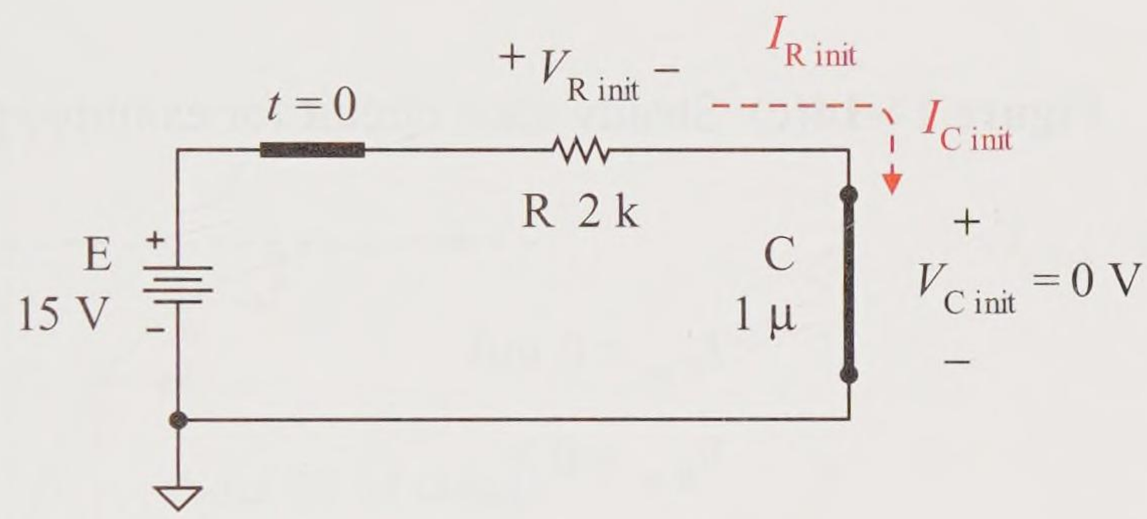

Figure 14-14(b) Initial circuit for example problem
3. Model the *initial circuit* and find the initial capacitor voltage and current. To model the capacitor, go back to step 1. The capacitor is uncharged just before the switch is closed. The voltage across the capacitor is 0 V and therefore wants to stay at 0 V initially. Thus, the capacitor is modeled as a short. Draw the modeled circuit as shown in Figure 14-14(b). The switch is closed (short) and the capacitor is modeled as a *short*, dropping 0 V.